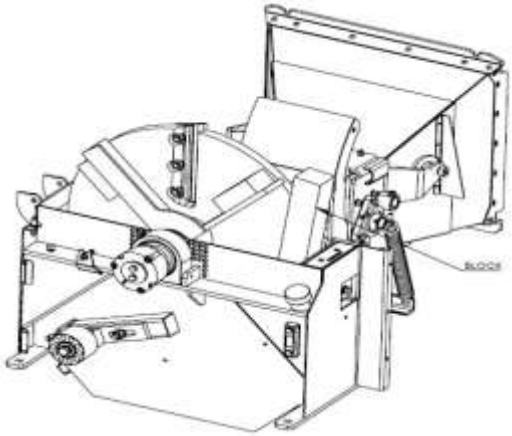

Fig. 2
10. Reinstallare la lama, con nuovi bulloni, nuove rondelle e nuovi dadi. Spostare la trave nella 2ª posizione (fig. 2)